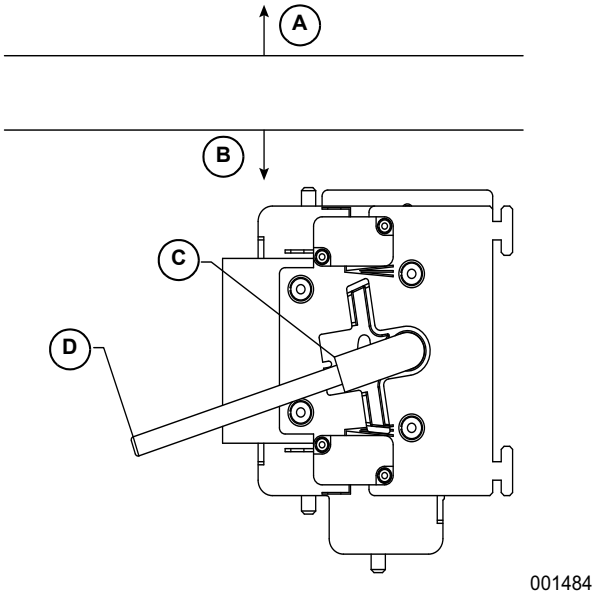

Figure 4-1. Mise en marche du commutateur de transfert
Voir la ***Figure 4-1***. Un levier de transfert manuel (D) est fourni avec le commutateur de transfert. Le fonctionnement manuel doit être vérifié AVANT que le commutateur de transfert ne soit alimenté. Pour vérifier le fonctionnement manuel, procédez comme suit :
Voir la ***Figure 4-1***. Avant de procéder, vérifiez la position du commutateur en observant la position du levier de transfert manuel (D).